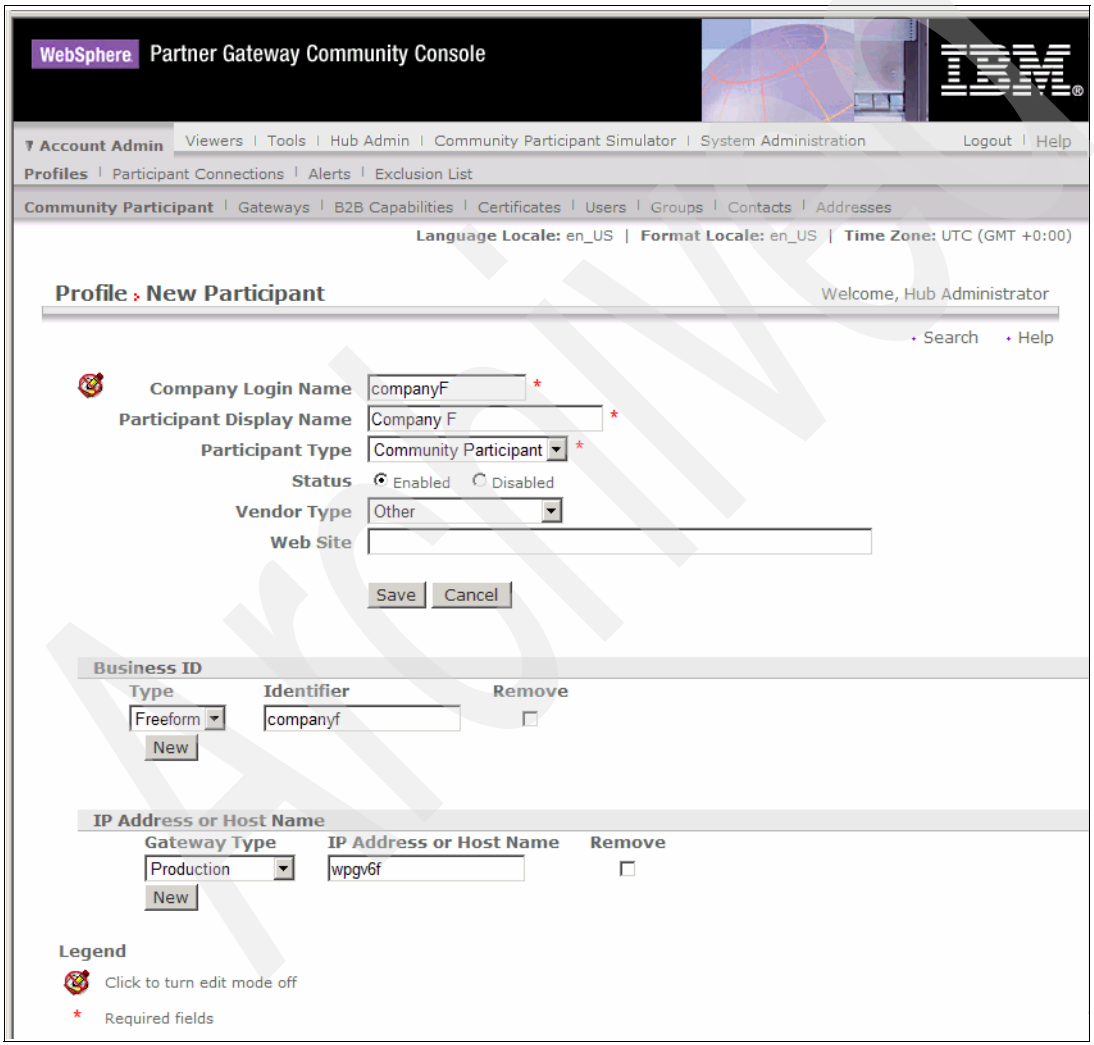

Figure 12-3 Creating a Participant profile for Company F
4. In the New Participant window (Figure 12-3 on page 344), fill in the following